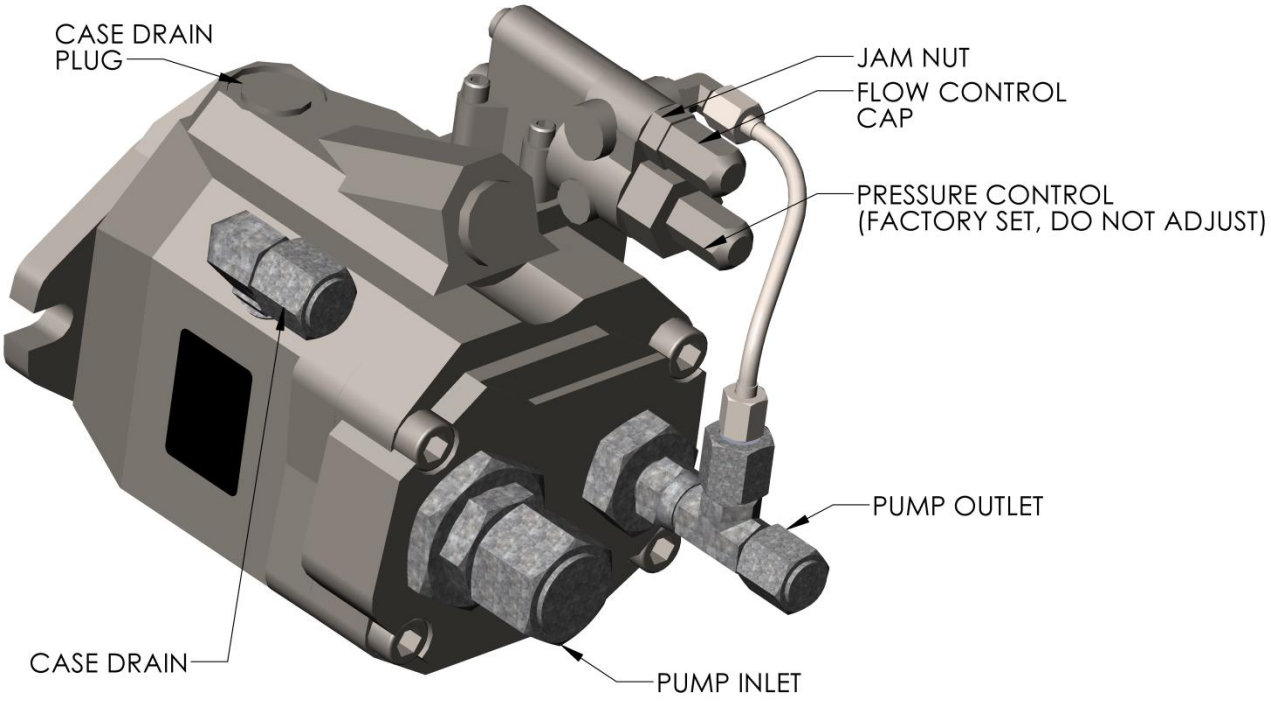

Figure 34 – Pump Assembly
a. Loosen and remove flow control cap. Reference Figure 34.